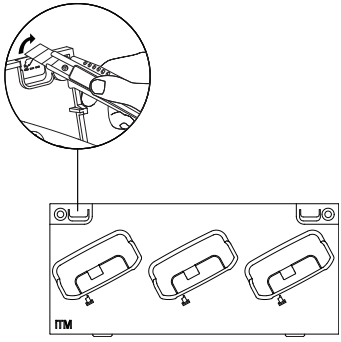

Afbeelding 11: Breek of knip het plaatje op het opladercompartiment door.
2. Breek of knip het plaatje op het opladercompartiment door om de programmeerkabel bloot te leggen (zie Afbeelding 11).